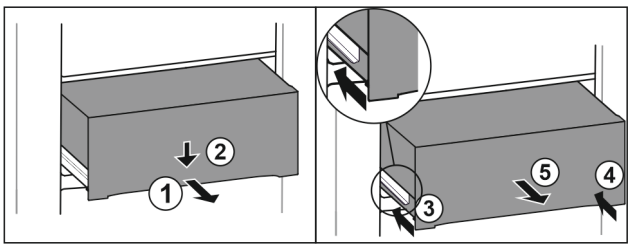

Fig. 170
▶ Pull out drawer half-way. *Fig. 170 (1)*
▶ Push the drawer down at the front. *Fig. 170 (2)*
▶ Push the left rail in by about 2 cm. *Fig. 170 (3)*
▶ Push the right rail in by about 2 cm. *Fig. 170 (4)*
▶ Remove drawer to the front. *Fig. 170 (5)*